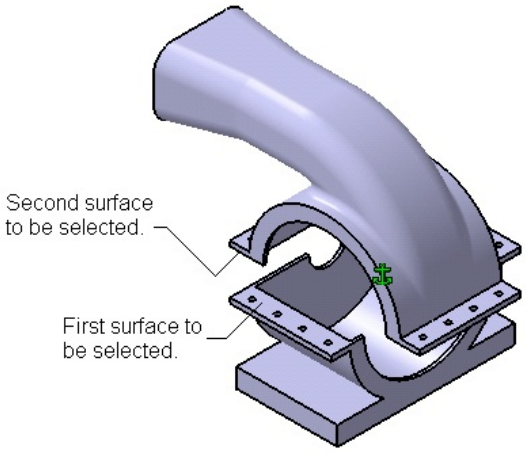

Figure 12-68 *The surfaces to be selected to apply the* ***Contact*** *constraint*
d. Insert the Upper Housing into the assembly and place it over the Lower Housing by applying proper constraints, refer to Figures 12-68 through 12-70.
The Upper Housing will be placed at its default location, refer to Figure 12-68. You need to apply constraints to place it properly over the Lower Housing. The first constraint that will be applied to the Upper Housing is the constraint. This constraint will be applied between the upper face of the Lower Housing and the lower face of the Upper Housing.
2. Choose the **Contact Constraint** tool from the **Constraints** toolbar. Select the twofaces, as shown in Figure 12-68.